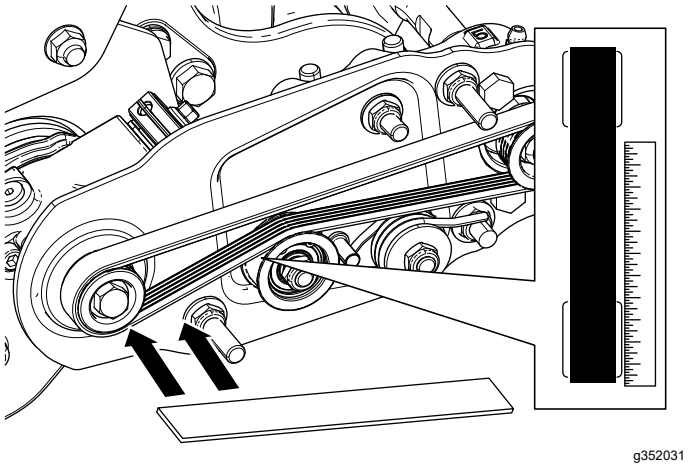

Рисунок 18
- Установите проверочную линейку на наружную поверхность **ведущего** шкива (Рисунок 18). **Не** устанавливайте проверочную линейку одновременно на ведущий и ведомый шкивы.